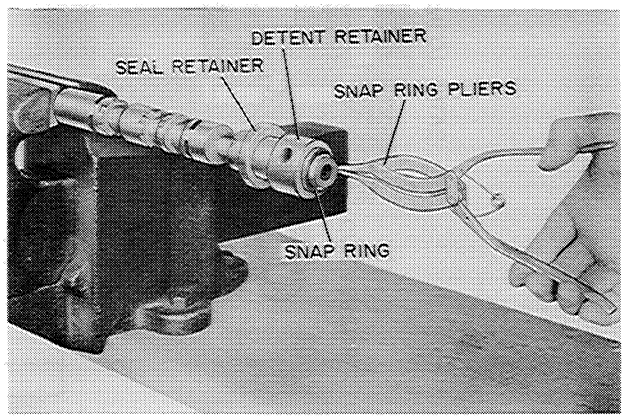

Figure D-75
1. To assemble the float spool assembly place an "O" ring, seal retainer and detent retainer on the end of the float spool, Figure D-75. Then install the snap ring Figure D-75.